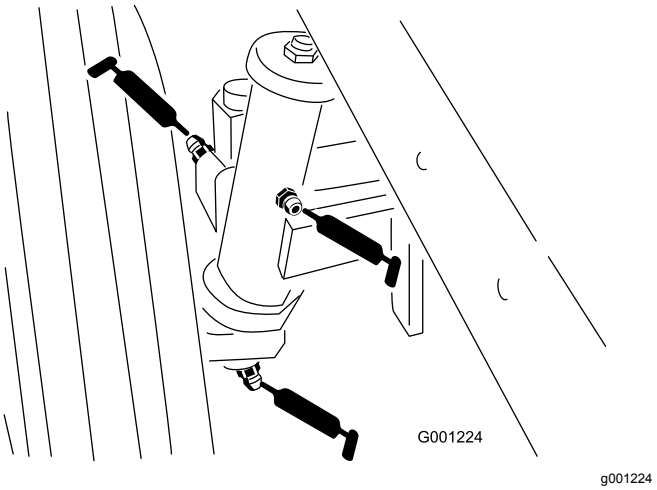

Figur 41
- Baghjulenes spindelbøsninger (Figur 41)